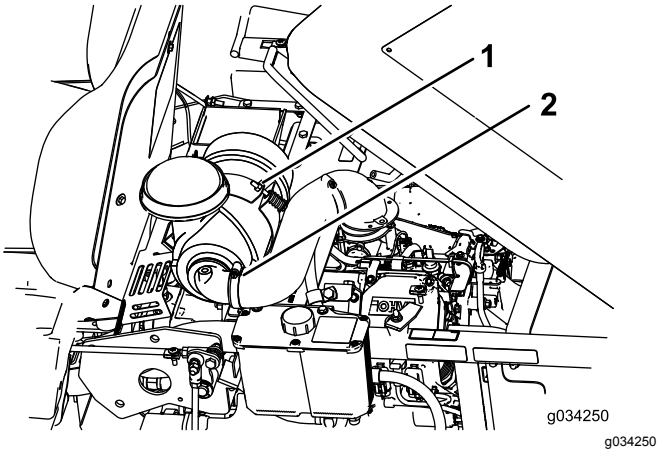

**Figure 29**
2. Desserrez le boulon de fixation du filtre à air (Figure 29).
3. Desserrez le collier de maintien du flexible et déposez le filtre à air (Figure 29).